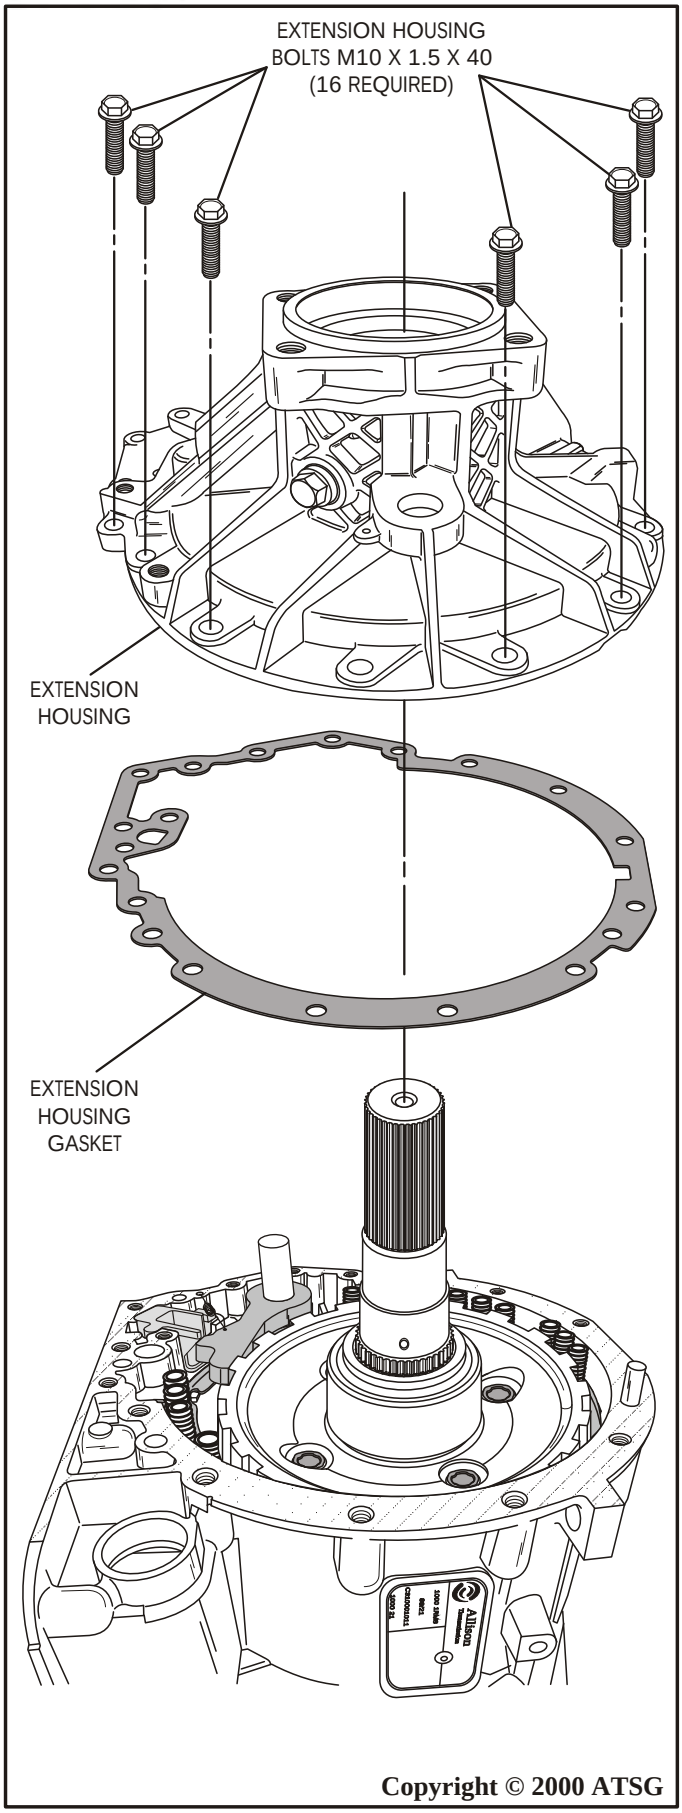

Figure 59
33. Remove the 16 extension housing bolts, using a 15mm socket (See Figure 59).
34. Remove the extension housing assembly and set aside for the component rebuild process,as shown in Figure 59.
35. Remove and discard the extension housing gasket, as shown in Figure 59.